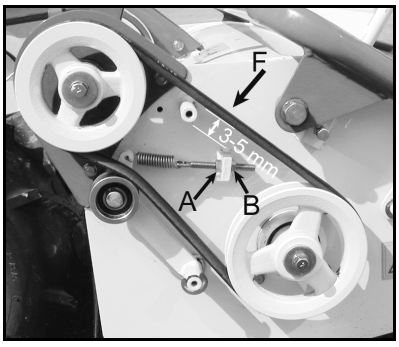

Figure 29
• Poussez la courroie avec un doigt sur (F, Figure29) elle doit pouvoir être poussée de 3 à 5 mm. Si la courroie ne se déplace pas en conséquence, ajustez avec les vis A et B.